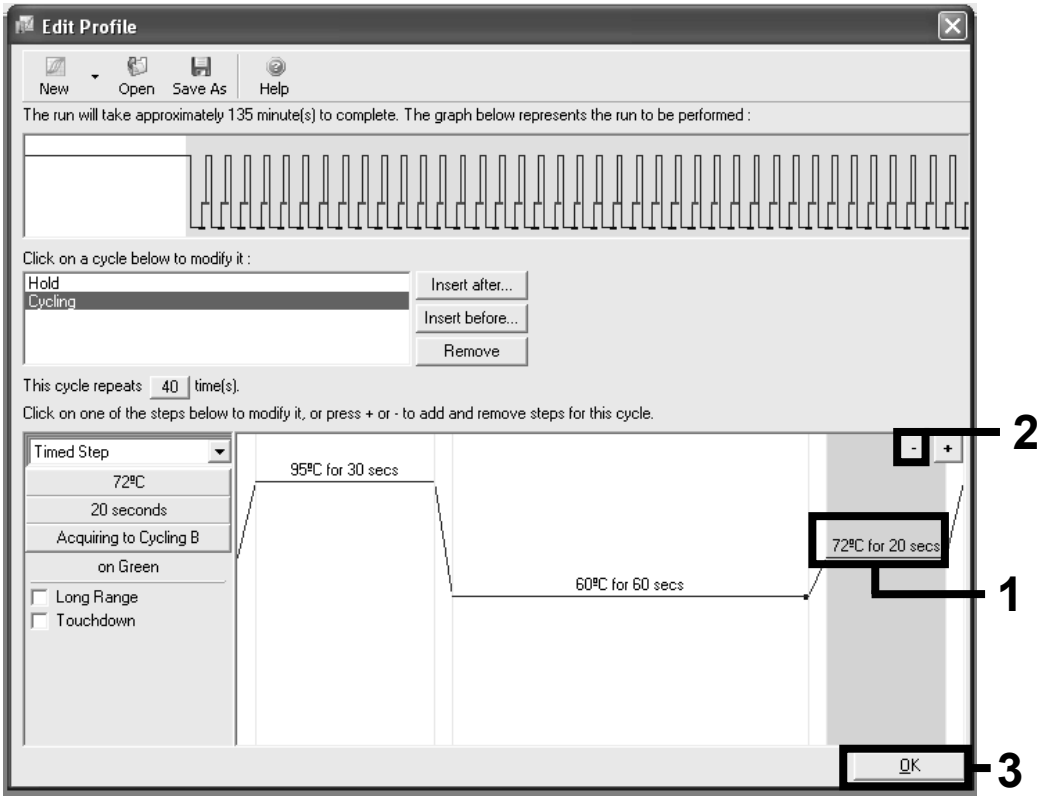

Figure 9. Removal of extension step.
16. **Highlight the third step and delete by clicking the "-" button. Click "OK" (Figure 9).**